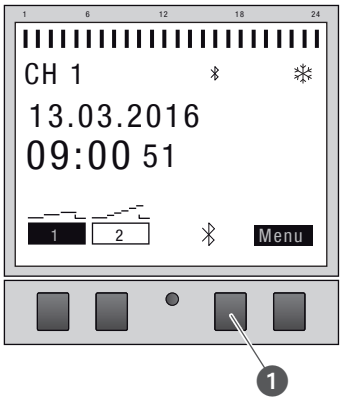

Fig. 20: Stabilire una connessione Bluetooth all’interruttore orario.
1. Premere il tasto Bluetooth (Fig. 20/❶) sull’interruttore orario.